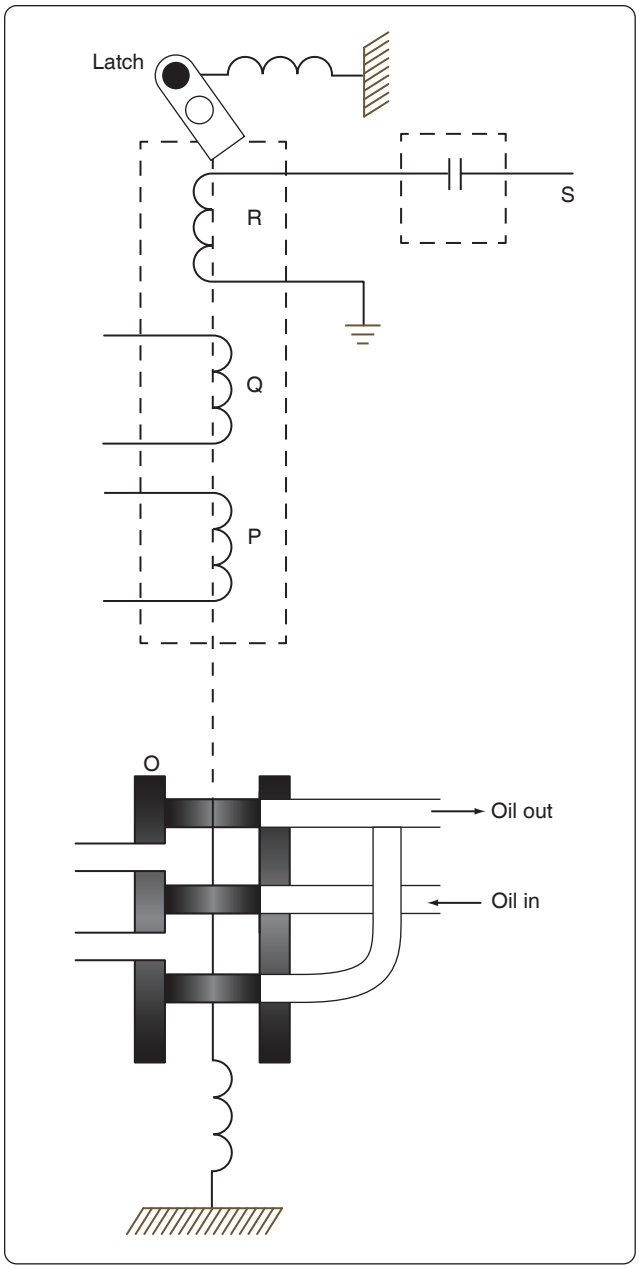

Figure 12-339. *Overspeed circuit.*
There are still two important circuits that must be discussed: the overspeed circuit and the load division circuit. The generator is prevented from overspeeding by a centrifugal switch (S) in *Figure 12-339* and the overspeed solenoid coil (R), which is located in the solenoid and valve assembly. The centrifugal switch is on the transmission and is driven through the same gear arrangement as the tach generator.